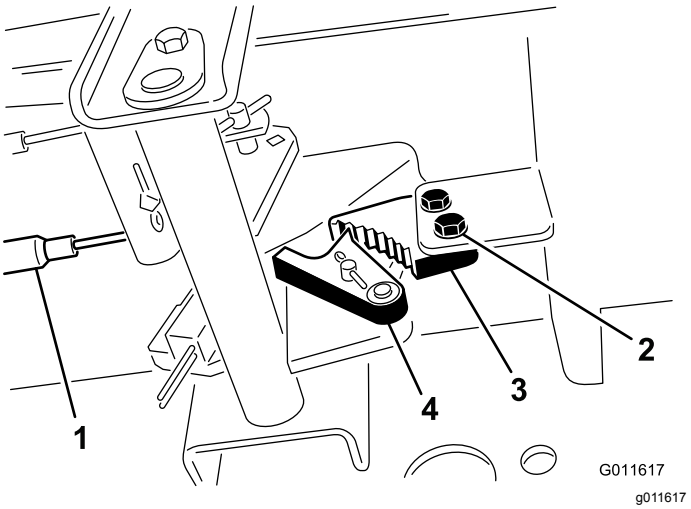

Figur 70
1. Løsn de to skruer, der fastholder parkeringsbremsepedalen på stellet (Figur 70).
2. Tryk parkeringsbremsepedalen frem, indtil parkeringsbremselåsen kobler helt ind på bremsepedalen (Figur 70).